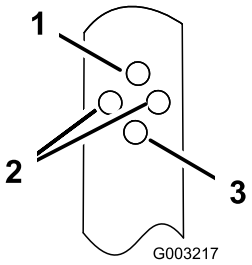

Figur 14
2. Før bolten gjennom hullet bak på hver av håndtaksbrakettene som stiller håndtaket i ønsket stilling (Figur 14).